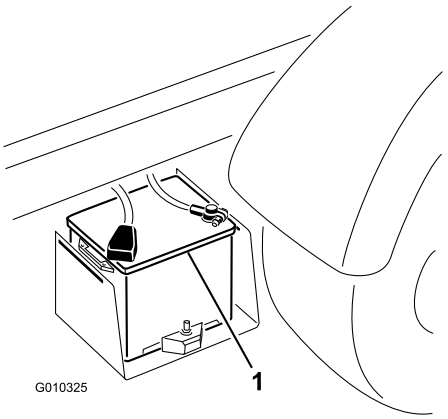

Figur 6
5. Når batteriet er oppladet, kobler du laderen fra strømuttaket og batteripolene (Figur 6).